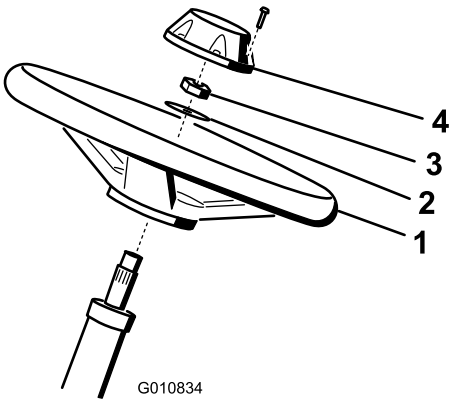

Figur 4
1. Før rattet på rattstangen (Figur 4).
2. Før skiven på rattstangen (Figur 4).
3. Fest rattet til stangen med en låsemutter og stram den til med et moment på 27–35 Nm (Figur 4).
4. Sett lokket på rattet og fest med en skrue (Figur 4).